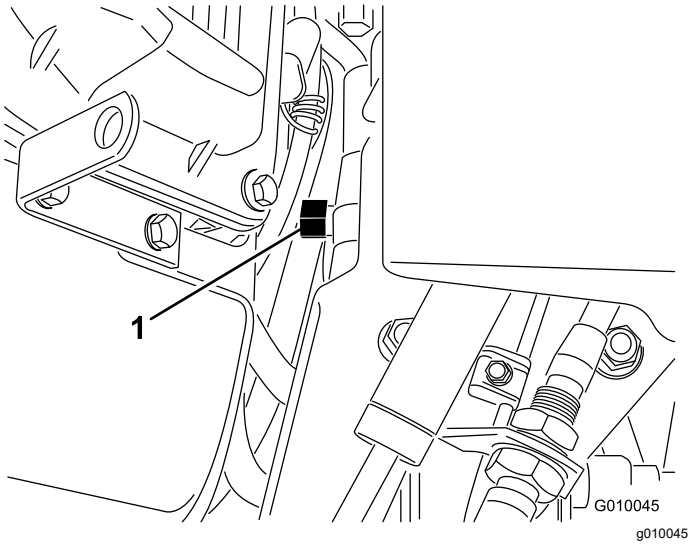

Figur 29
2. Find omløbsventilen mellem motoren og den hydrostatiske pumpe (Figur 29).
3. Drej omløbsventilen en omgang mod uret med en skruenøgle på ⅝ tommer. Derved får hydraulikvæsken mulighed for at løbe uden om pumpen, hvilket gør hjulene i stand til at dreje (Figur 29).
5. Drej omløbsventilen én omgang med uret for at betjene maskinen igen (Figur 29).